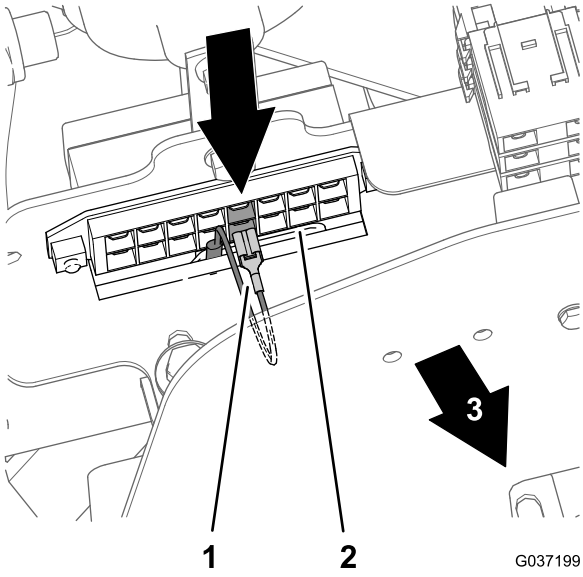

Figura 34
- Modelo 30651 – posición del quinto fusible desde la izquierda (Figura 34)